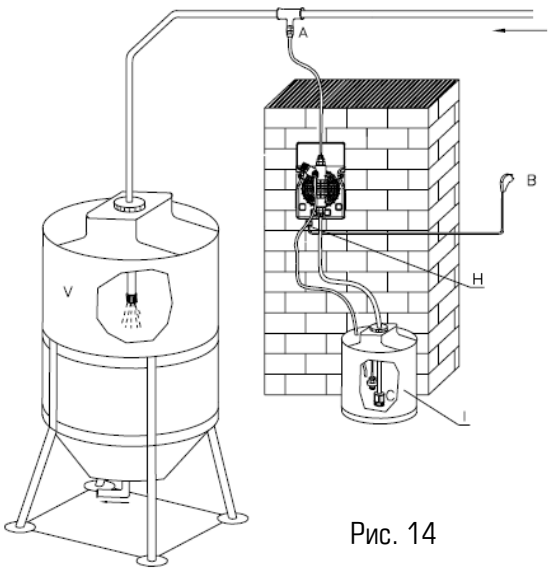

Рис. 14
7.2. ОБЫЧНЫЙ ВАРИАНТ УСТАНОВКИ (Рис.14)